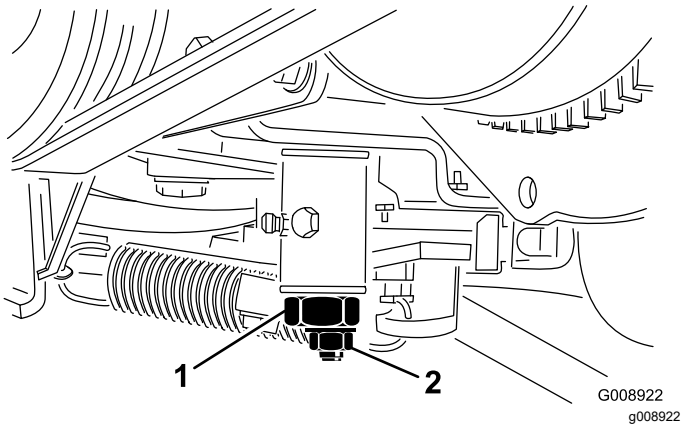

**Figur 66**
3. Løsne låsemutteren på trekkjusteringskammen (Figur 66).